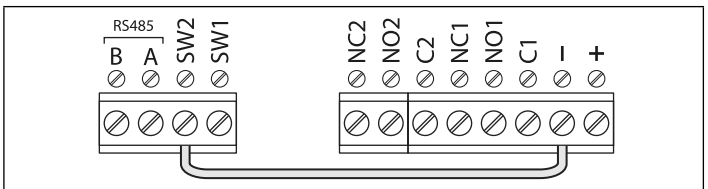

Fig. 14
2. Short out terminals - and **SW2**, see **Fig.14**;
1. First disconnect the power from the Art.4903 keypad, then short out terminals - and **SW2**, see **Fig.14**;